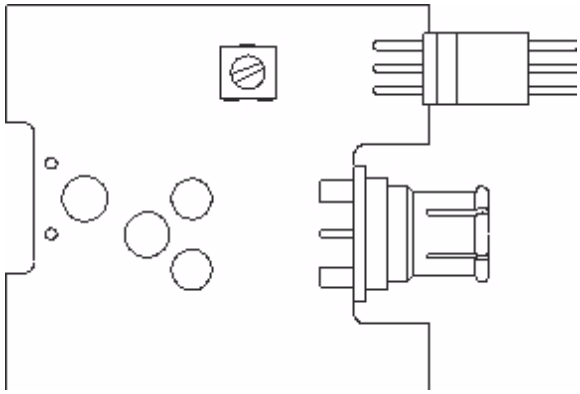

Figure 8-2. Adjustment Locations
6. Adjust **OUTPUT ZERO** on the board until the DMM reads 0 V ±100 μV. Refer to Figure 8-2 for adjustment location.